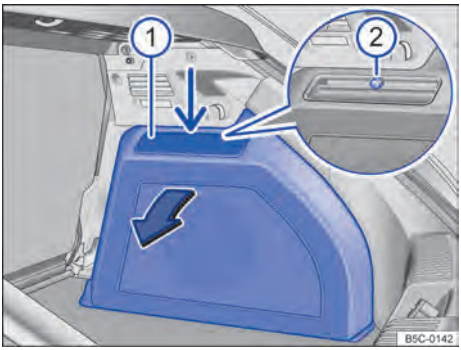

Fig. 192 No compartimento de bagagem à direita: desinstalar o subwoofer.
3.	Alavancar para fora a capa da cobertura ⇒ Fig. 192 ① com um objeto plano adequado do travamento superior (seta fina). Em seguida retirar a capa da cobertura.
4.	Desaparafusar o parafuso ② (lupa) e retirar o subwoofer no sentido da seta.
7.	Aparafusar o parafuso ② (lupa) novamente.
8.	Introduzir a capa da cobertura na área inferior e pressionar nos encaixes superiores ①.